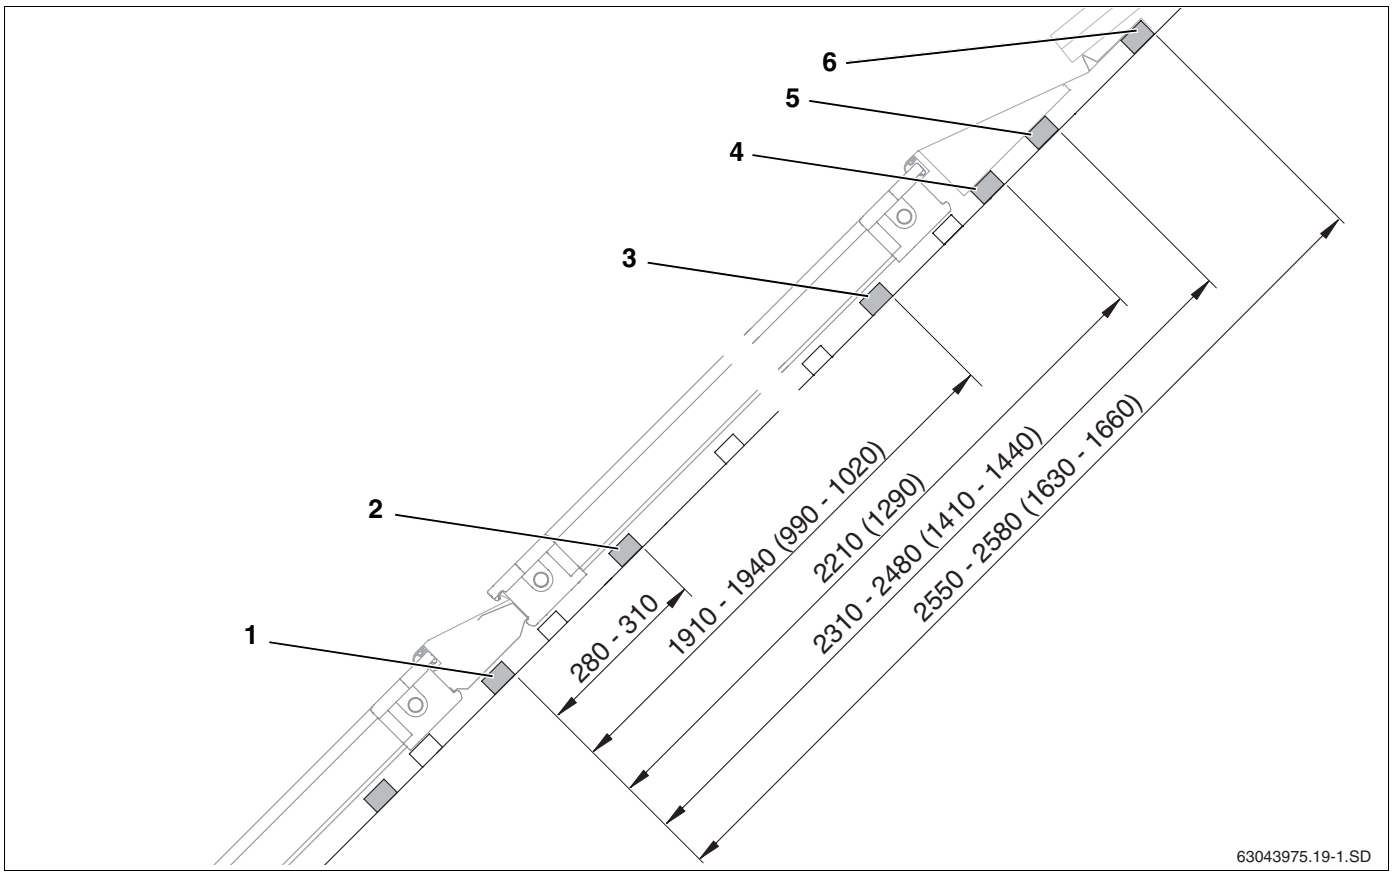

Abb. 15 Abstände der zusätzlichen Dachlatten bei mehrreihiger Montage (Maße in mm, Werte in Klammern = waagerecht)
Die vierte zusätzliche Dachlatte der einreihigen Montage ist gleichzeitig die erste Dachlatte der darüberliegenden Reihe (Abb. 15, **Pos. 1**) und wird für die Abrutschsicherung der oberen Kollektorreihe benötigt.
- Zweite Dachlatte für die seitlichen Niederhalter anbringen (Abb. 15, **Pos. 2**).
- Dritte Dachlatte für die seitlichen Niederhalter oben anbringen (Abb. 15, **Pos. 3**).
- Vierte Dachlatte zur Unterstützung des Styroporkeils der oberen Abdeckbleche anbringen (Abb. 15, **Pos. 4**).
- Fünfte Dachlatte zur Unterstützung der oberen Abdeckbleche anbringen (Abb. 15, **Pos. 5**)
- Sechste Dachlatte zur Unterstützung und Befestigung der oberen Abdeckbleche anbringen (Abb. 15, **Pos. 6**).